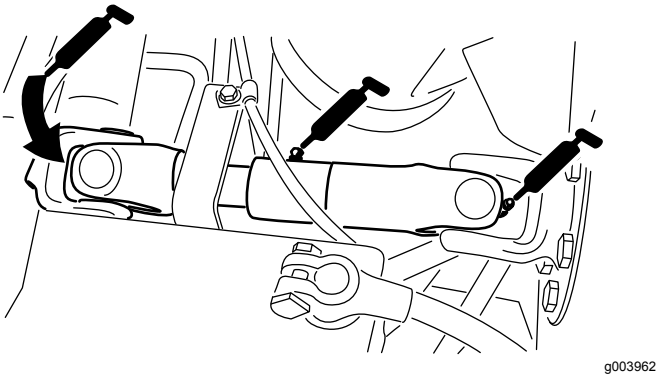

Figur 36
- Pumpens drivaxel, U-led (3) (Figur 36)